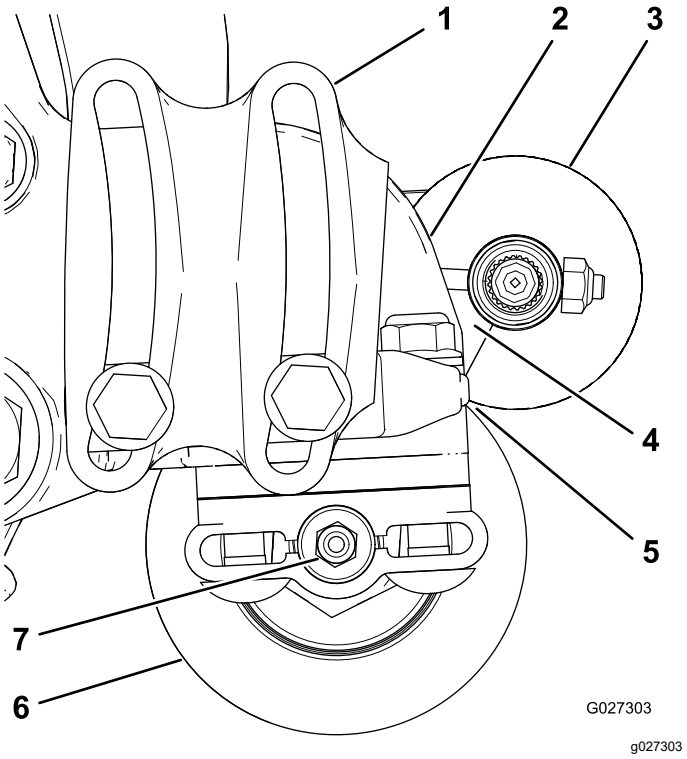

Figuur 14
2. Plaats de rolborstel zodanig dat hij de achterrol net raakt of erop rust (Figuur 14).